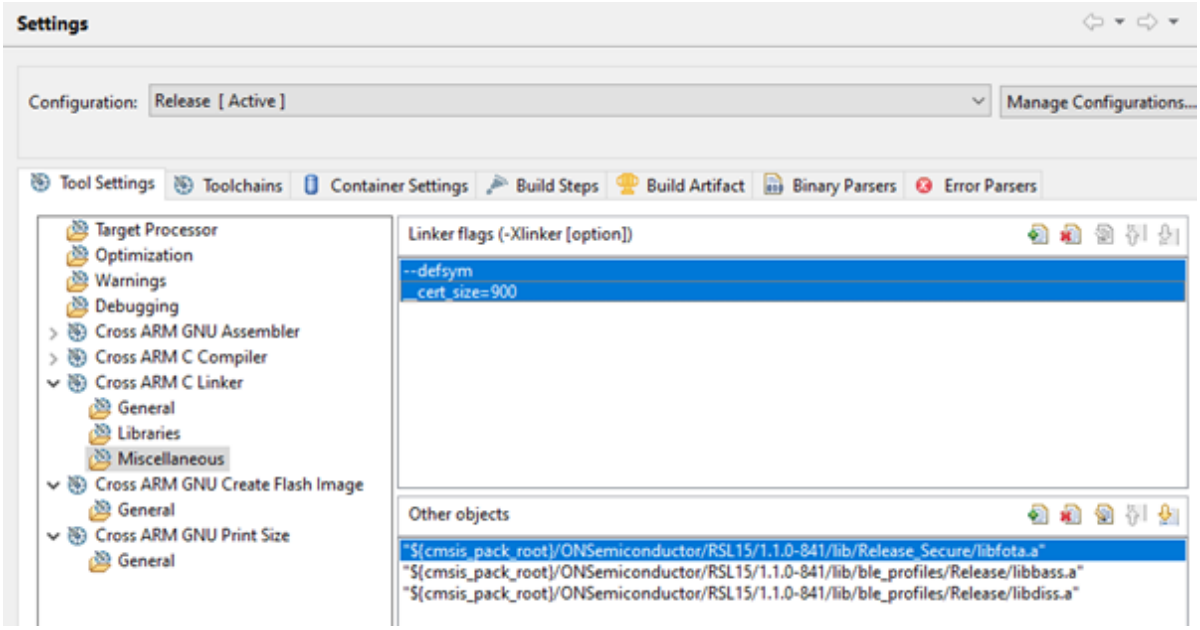

Figure 21. Updating Secure Configuration
b. Change the path of *libfota.a* to use the Secure FOTA library `${cmsis_pack_root}/ONSemiconductor/<device>/<version>/lib/Release_Secure/libfota.a` (see the "Updating Secure Configuration" figure (Figure 21)).